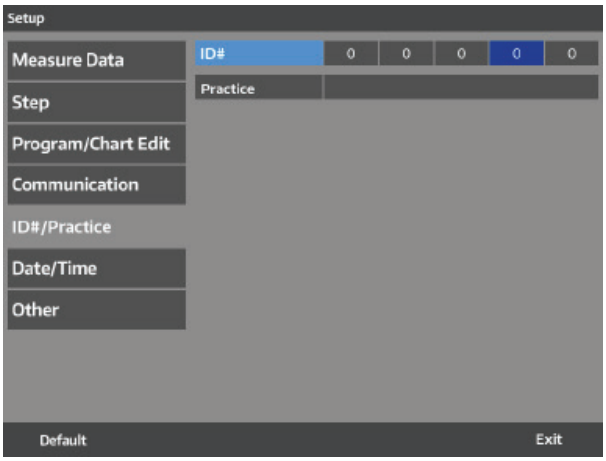

Figure IS-44 Settings Menu
Every time the SightChek is turned off and on, the Patient ID# will reset. Use this box to change the default Patient ID#. Refer to Figure IS-44.
1. Touch **PRACTICE** to enter the text editing screen. Refer to Figure IS-44.